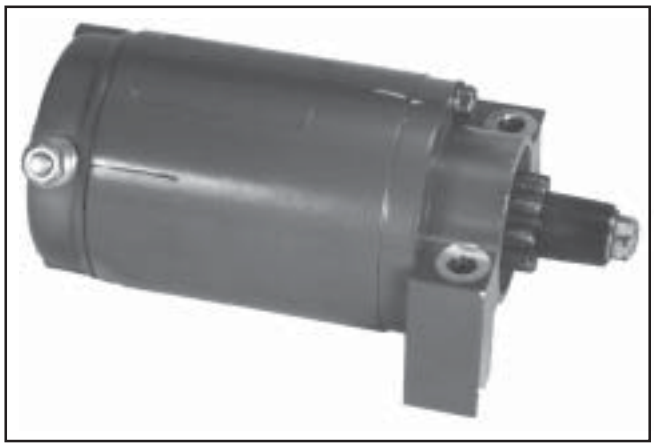

Figure 8-41. Starter Assembly Match Marks.
2. Locate the small raised line on the edge of the drive end cap. On starters with Style ''A'' commutator end caps, it will be aligned with a premarked line on the starter frame. The frame is not premarked on starters with Style ''B'' end caps. Place a piece of masking tape on the frame and mark a line on the tape in line with the raised line on the end cap. See Figure 8-41.
3. Install the drive end cap over the drive shaft. Make sure the match marks on the end cap and starter frame are aligned. See Figure 8-41.